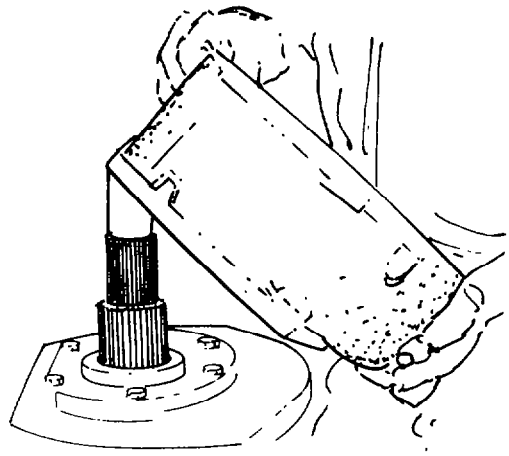

Fig. 257 — Installing Front Drive Housing
z. Install the front drive housing (see fig. 257), torque the bolts to 130 – 170 Nm (95 – 125 lb.ft) and the nuts to 75 – 100 Nm (55 – 75 lb.ft).